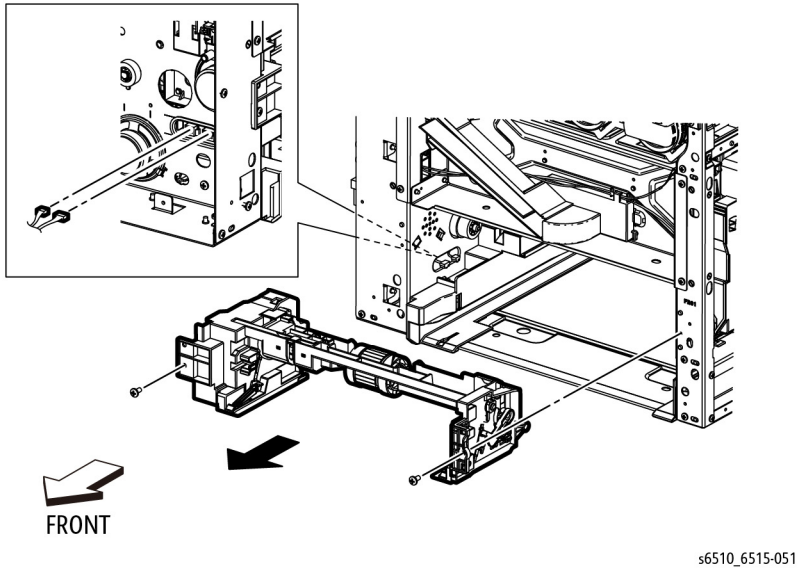

Figure 1
5. Refer to Figure 1 to unplug the connectors (P/J482, P/J483).
6. Refer to Figure 1 to remove two screws (silver, M3x6mm) attaching the Bypass Tray Frame Assembly and remove the frame.